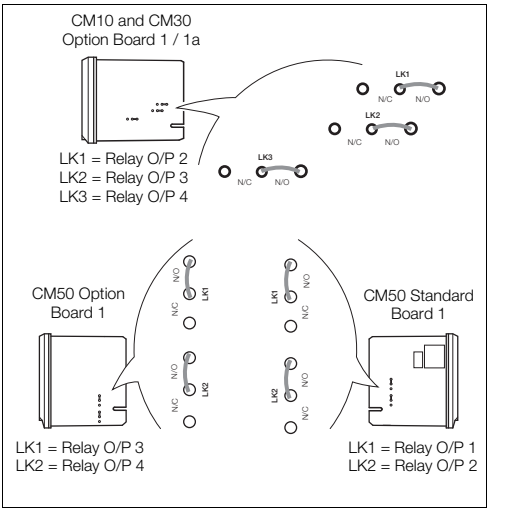

*Fig. 4.6 Jumper Links for Relay Outputs*
1. The links associated with the relay outputs are shown in Fig. 4.6.